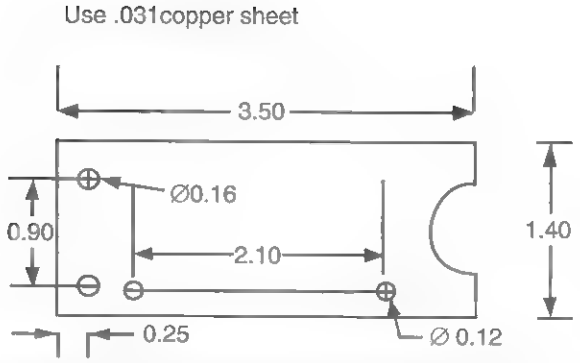

Figure 2-4 *Fabrication of the laser chassis*
4. Create the copper chassis as shown in Figure 2-4. This part is listed as a fabricated piece in Table 2-1.
COPCHAS1	1.4 × 3.5-inch .031 copper plate (see Figure 2-4)